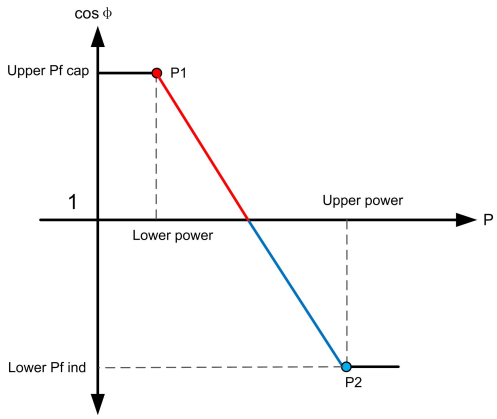

figure 10-3 Q(P) mode curve
Q(P) upper PF	Power factor of point P1 in "figure 10-3 Q(P) mode curve "
Q(P) lower PF	Power factor of point P2 in "figure 10-3 Q(P) mode curve "
Q(P) upper power(%)	Output power of point P2 in "figure 10-3 Q(P) mode curve "
Q(P) lower power(%)	Output power of point P1 "figure 10-3 Q(P) mode curve "